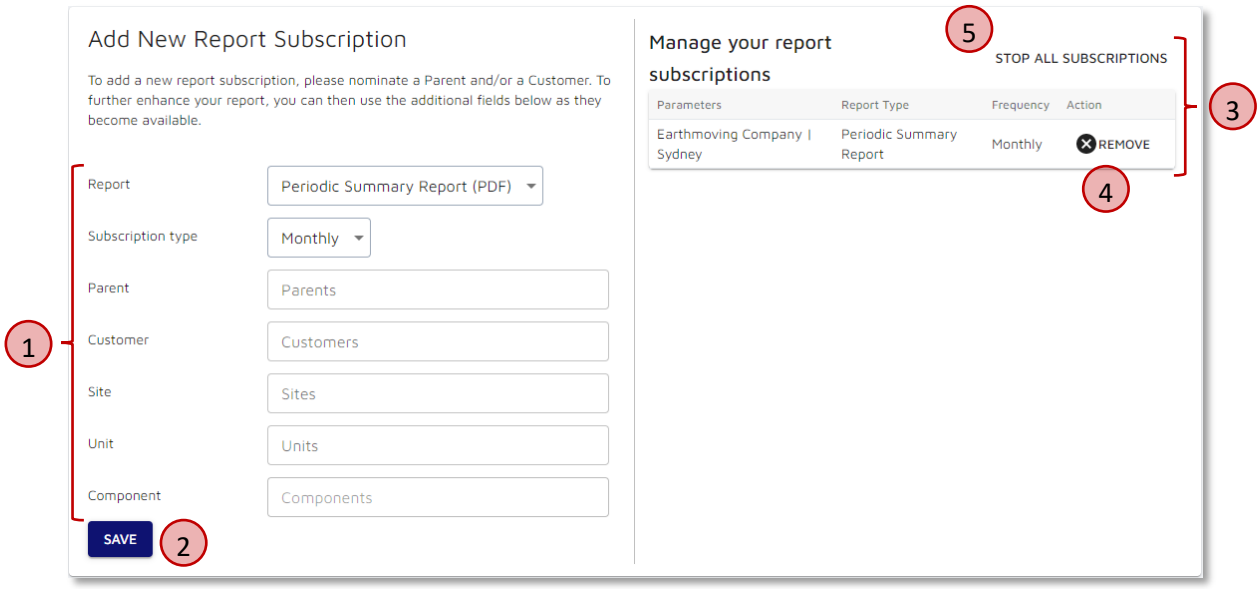

Figure 9.11 Manage Account - Report Subscriptions
As discussed in Section 7.1, we can subscribe to a periodic report to receive it via automated email. The **Report Subscriptions** section (Figure 9.11) will allow us to create new subscriptions (① in Figure 9.11) and remove unwanted ones (③ in Figure 9.11).
With the report type, frequency and scope all set, we can click the **Save** button (② in Figure 9.11) to complete the subscription. This report subscription will then be shown in the manage report subscription section (③ in Figure 9.11).
All of our current subscriptions are shown in the table at the top of the section (③ in Figure 9.11). This will show the input **parameter** (scope) for the report, along with the **report type** and **frequency**. Finally, a button is provided for each report if we want to **stop subscription** (④ in Figure 9.11). Alternatively, we can stop all subscriptions by using the **stop all subscriptions** button (⑤ in Figure 9.11).